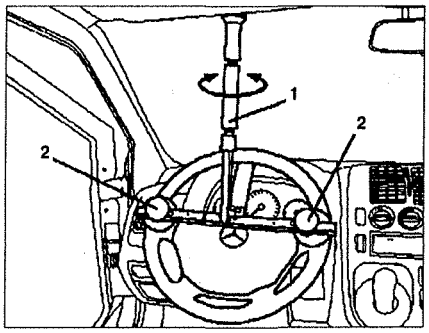

Рис. 7.23. Установите колеса для прямолинейного движения и установите фиксатор 1.
1. Установите колеса для прямолинейного движения и установите фиксатор **1** (см.рис.7.23).